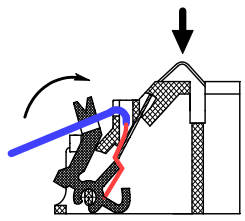

Рисунок 2
– ввести в канал провод и зафиксировать его, поджав кнопку-зажим до упора (рисунок 2);
– проверить надежность соединения для чего необходимо надавить на изгиб контакта, имитируя нажим извещателем (см. рисунок 2) и потянуть провод на себя;
– завести провод в паз, расположенный на кнопке-зажиме (рисунок 2).